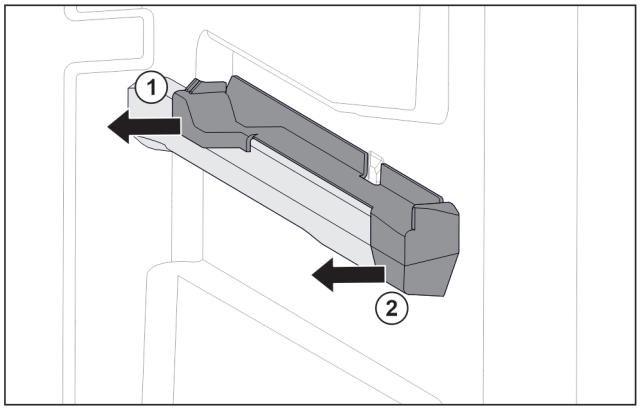

Fig. 102 Élément emboîtable sur la nervure de récipient droite
▶ Le retirer sur le côté par l'arrière. *Fig. 102 (1)*
▶ Le retirer sur le côté par l'avant. *Fig. 102 (2)*